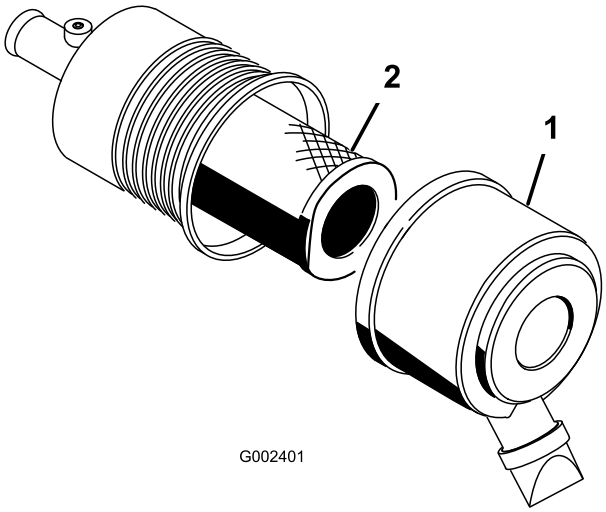

Figur 51
1. Lossa spärrhakarna som håller fast luftrenarkåpan på luftrenarhuset (Figur 51).
2. Ta bort kåpan från luftrenaren (Figur 51).
4. Ta bort och byt ut filtret (Figur 51).